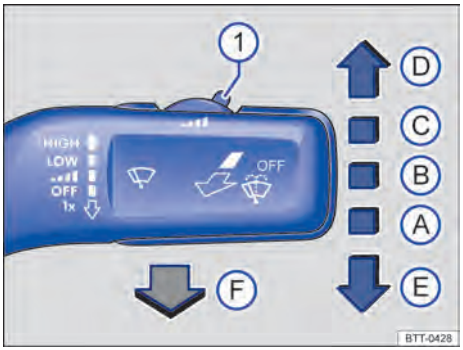

Fig. 80 Comandar os limpadores do para-brisa.
- Pressionar a alavanca dos limpadores do para-brisa brevemente para baixo ⇒ Fig. 80 Ⓔ.